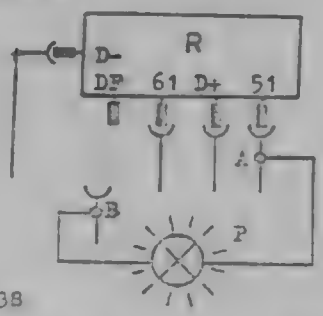

Rys. 138
- Końcówkę DF ściągnąć z regulatora i połączyć z B /patrz rys. 138/